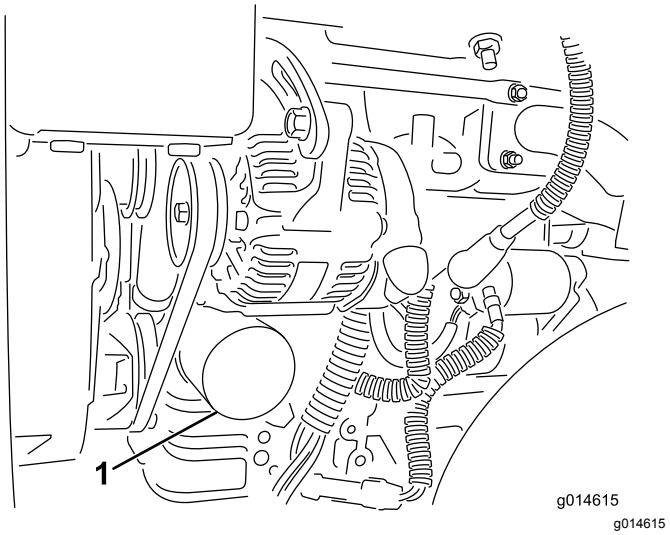

Rysunek 27
2. Wyciągnij filtr oleju (Rysunek 27). Nałóż cienką warstwę czystego oleju na uszczelkę nowego filtra.